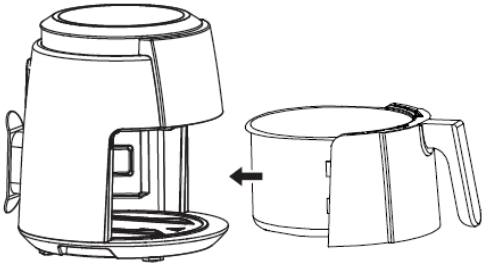

Figure 3
2.According to different configurations install the barrel assembly (Figure 2), then push it into the Main unit (Figure 3).